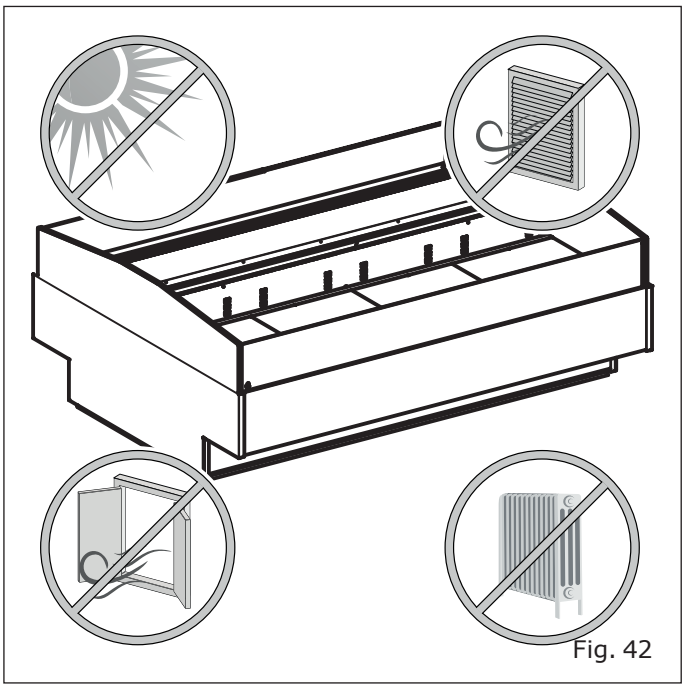

Fig. 42
- Far from heat sources, from the direct radiation of the sun, from doors, windows, fans and air vents ("Fig. 42").